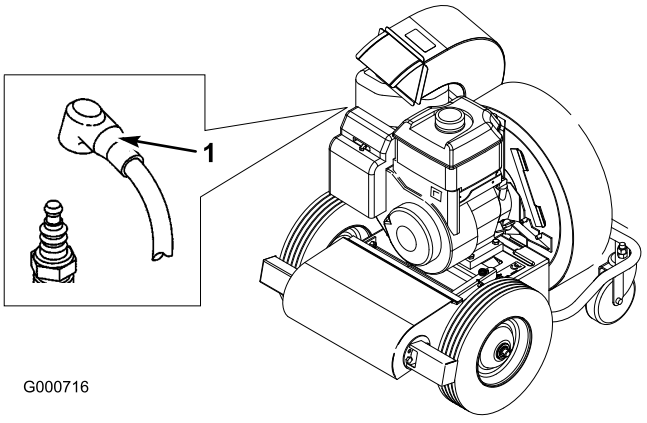

Figur 29
2. Træk ledningen af tændrøret (Figur 29).
3. Sæt tændrørskablet på tændrøret (Figur 29).